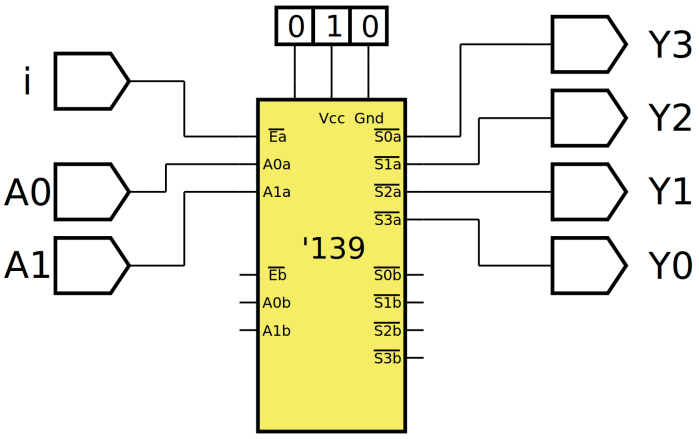

Figura 8.17 – Diagrama esquemático.
4. Utilize um programa de simulação em computador (SmartSim, Atanua, Qucs) faça a simulação do circuito da figura 8.17. Compare os resultados com a tabela 8.4.